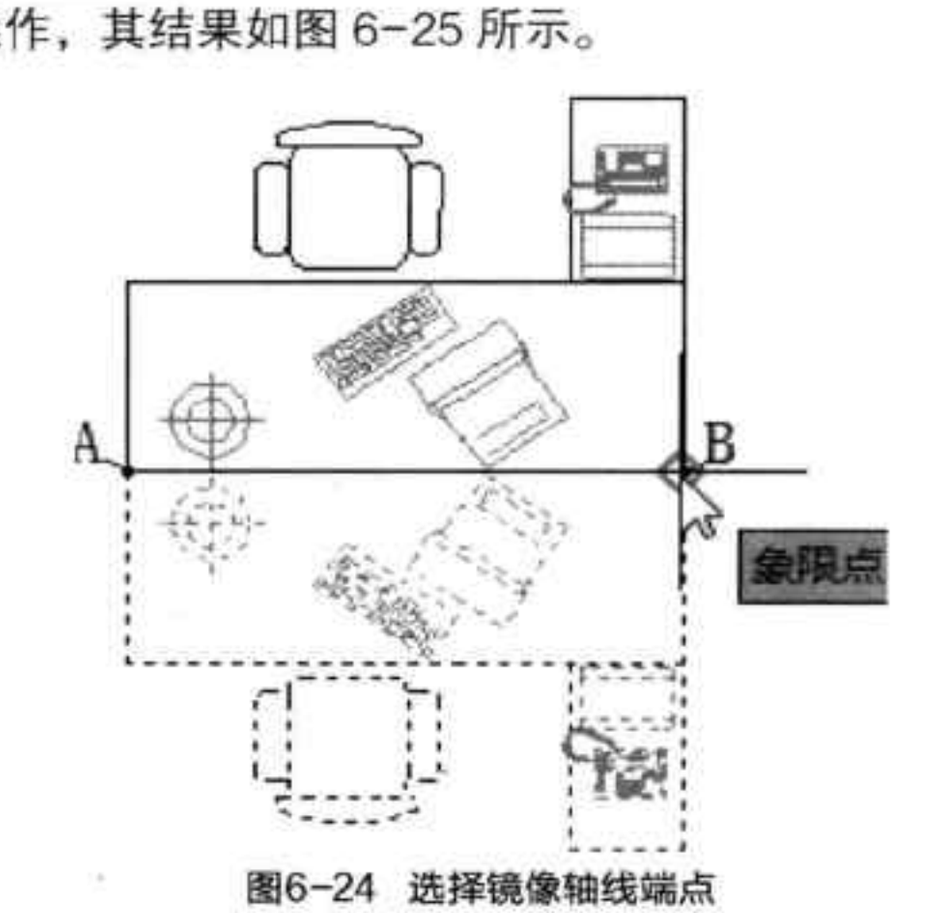
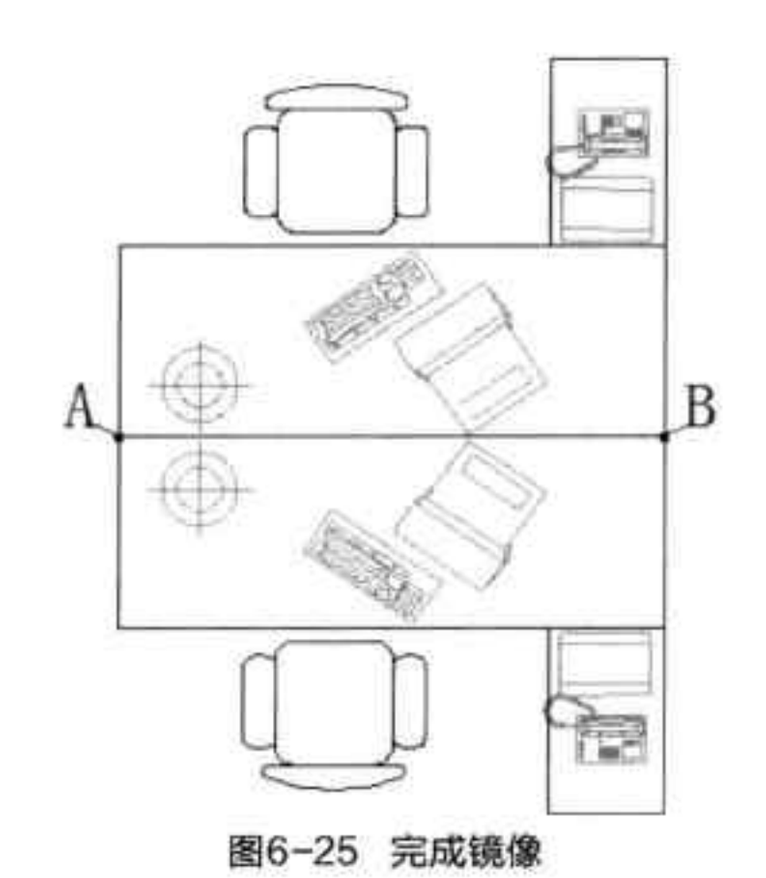

图6-24 选择镜像轴线端点
图6-25 完成镜像
Step 03 选中镜像轴线的端点，这里选择 B 点如图 6-24 所示。选择完成后按回车键，即可完成镜像操作，其结果如图 6-25 所示。